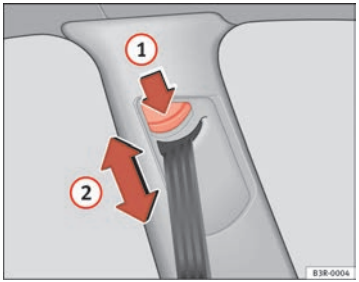

Fig. 16 Belt height adjustment - top guide fitting
– Press button ⇒ fig. 16 (1) to adjust the belt height. ▶
– Take hold of the top guide fitting and slide it up or down so that the shoulder part of the seat belt is positioned roughly midway over the shoulder, although **it must never rest against the neck** ⇒ page 25, fig. 16 ② ⇒ ⚠ in “Seat belt position” on page 23.